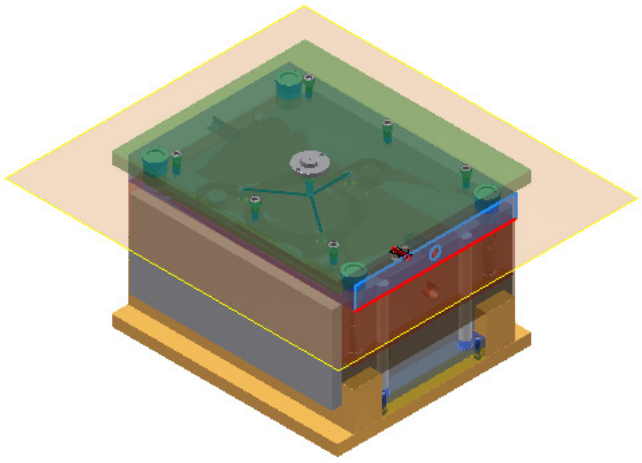

Figure 19-71 *The face to be selected*
2. Select the face shown in Figure 19-71; preview of the cooling channel is displayed.
4. Select the right vertical edge of the plane highlighted in Figure 19-71; the distance value is displayed with dimension line on the model and you are prompted to select a horizontal reference.
5. Select the top horizontal edge of the plane highlighted in Figure 19-71; the distance value is displayed.